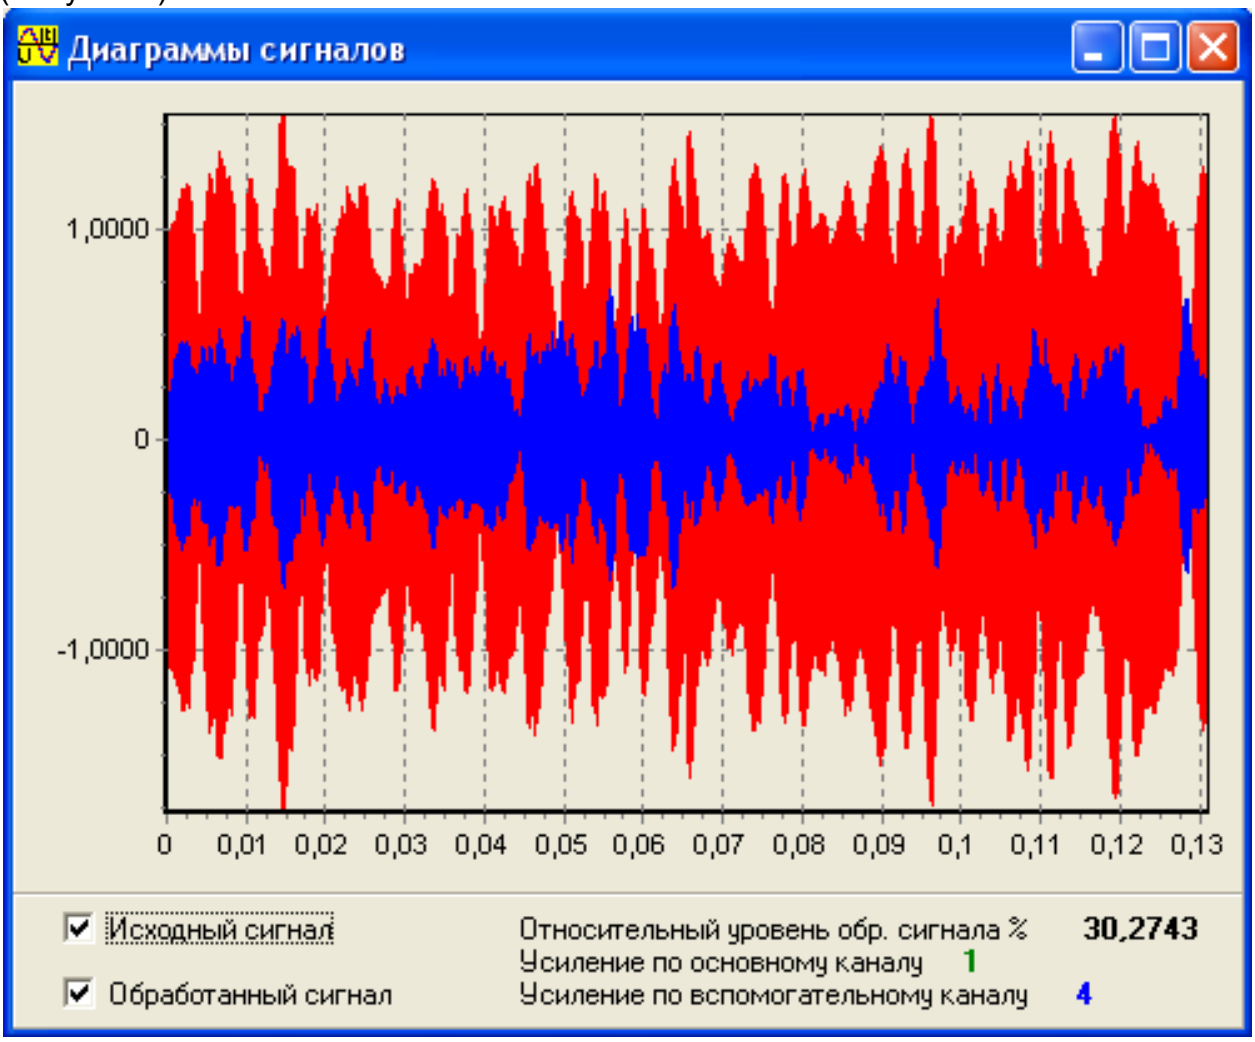

Рисунок 7
4.8 *Измерение уровня заполнения для определения площади поперечного сечения самотечных трубопроводов и коллекторов производится блоком измерения вспомогательным – БИВ (смотри рисунок 7 приложения В).
При выборе этого пункта меню появляется окно «Диаграммы сигналов» (Рисунок 7).